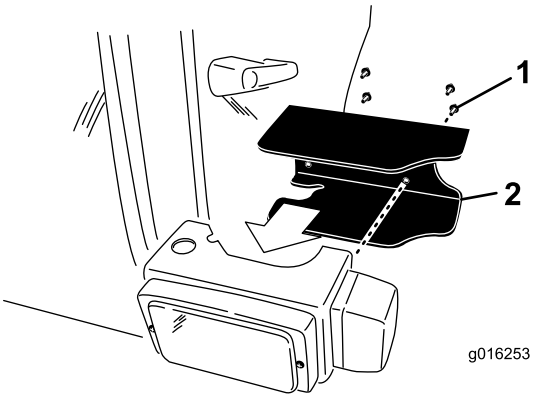

Bild 11
- Montieren Sie ein Scheinwerferschutzblech mit zwei Schrauben (1/4" x 5/8") hinten an jedem Scheinwerfer (Bild 11).